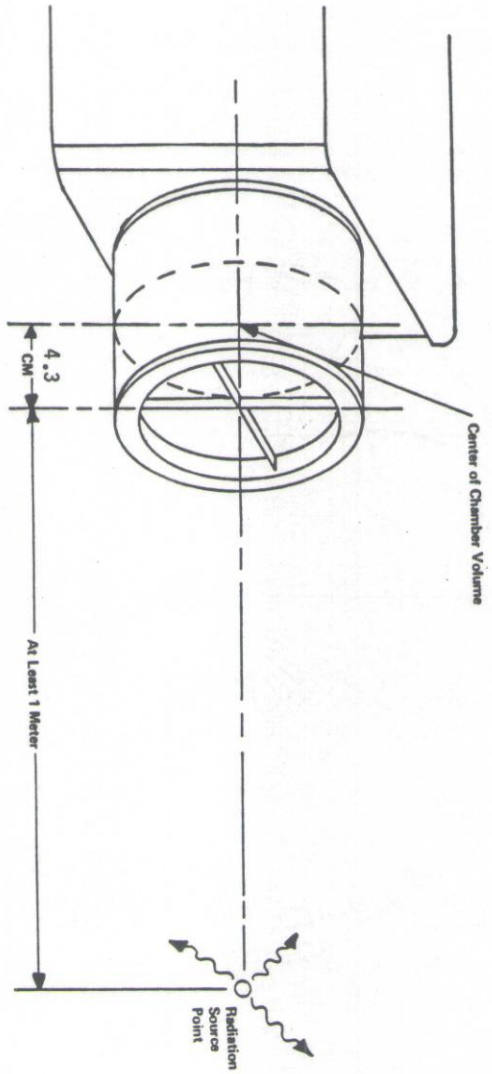

FIGURE 8. Source Distance
4.1.3 Source Distance - If a point source or a collimated beam is used, the 471 chamber must be far enough from the source so the entire ion chamber is uniformly exposed. In practice this means any point source should be at least 1 meter from the ion chamber. The center of volume of the chamber is 4.3 cm fron the end. (See Figure 8).